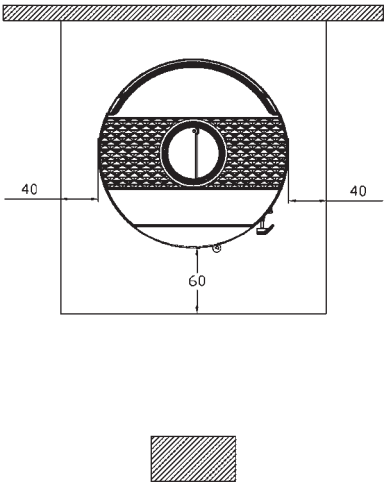

Bild 4B
c) falls das Produkt auf einer entflammbaren Fläche installiert wird, muss eine nichtentflammbare Fläche dazwischengeschoben werden, z.B. eine Fläche aus Stahl. Solch eine Fläche muss auf der vorderen Seite mindestens 60cm vorragen und seitlich zusätzliche 40cm, den zusätzlichen Raum zur Öffnung der vorderen Tür in Betracht ziehend (Bild 4B).